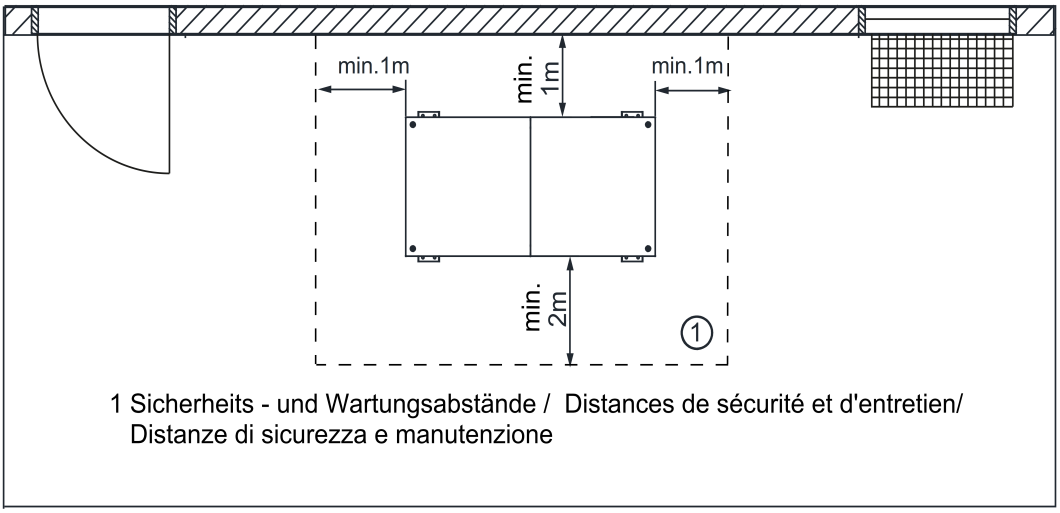
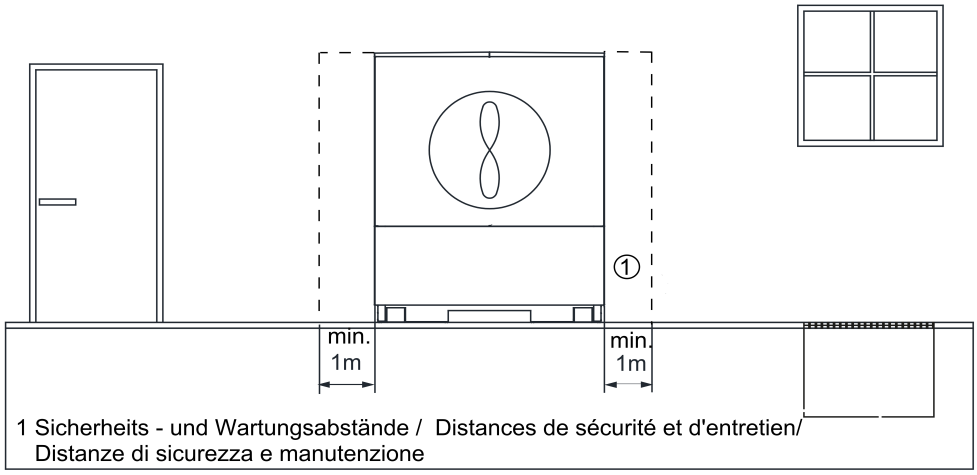

Fig. 6.1:Périmètre de sécurité et périmètre de maintenance de la pompe à chaleur
Fig. 6.2:Périmètre de sécurité et périmètre de maintenance de la pompe à chaleur en cas de montage sur un socle
Un périmètre déterminé ②, voir Fig. 6.1 - page 8 et Fig. 6.2 - page 9, et respectant les distances représentées doit être maintenu dégagé pour la réalisation de travaux de maintenance. En cas d'installation de plusieurs pompes à chaleur, respecter les distances nécessaires à la maintenance ② entre les appareils.
Un **périmètre de sécurité** ① **de 1 mètres** autour de l'appareil doit être respecté (Fig. 6.1 - page 8). Aucune source d'inflammation ni fenêtre, porte, bouche d'aération, saut de loup, bouche de canalisation ou similaire ne doit se trouver dans ce périmètre. Une évacuation ouverte (par ex. gouttière en cas de montage de la pompe à chaleur sous toiture) vers une surface située plus bas est autorisée s'il n'y a aucune évacuation vers les égouts dans un périmètre de 1 mètres. Toute ouverture de bâtiment se situant dans le périmètre de sécurité doit être étanche à l'air. Le périmètre de sécurité ne doit pas s'étendre sur des terrains voisins ou des surfaces de circulation publiques. L'appareil doit être positionné de manière à ce qu'en cas de fuite, le fluide frigorigène ne puisse pas pénétrer dans le bâtiment voisin ni mettre en danger des personnes d'une quelconque autre manière. Voir aussi les prescriptions de la SUVA.